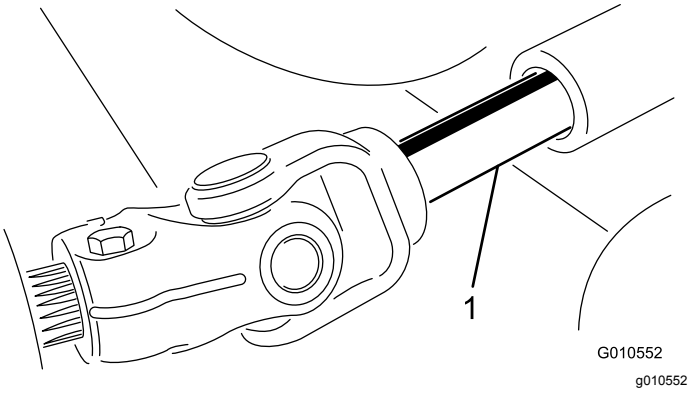

Figur 20
4. Rulla bort klippenheten från traktorenheten och skilj kraftuttagsaxelns han- och hondelar åt (Figur 20).